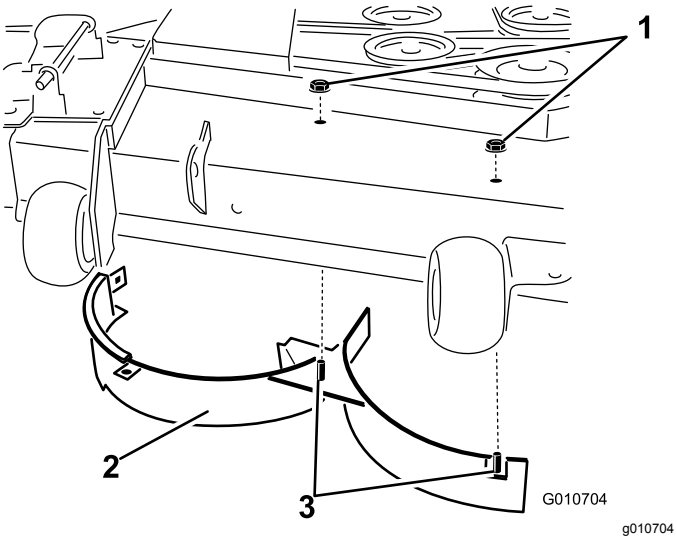

Figur 18
11. Fjern de to låsemøtrikker (5/16"), der fastgør de svejsede tappe på højre afskærmning til den øverste del af plæneklipperskjoldet i midten og til højre for midten (Figur 18).
12. Fjern bræddebolten og låsemøtrikken, der fastgør højre afskærmning til den øverste del af plæneklipperskjoldet, og fjern den højre afskærmning fra plæneklipperskjoldet (Figur 18).